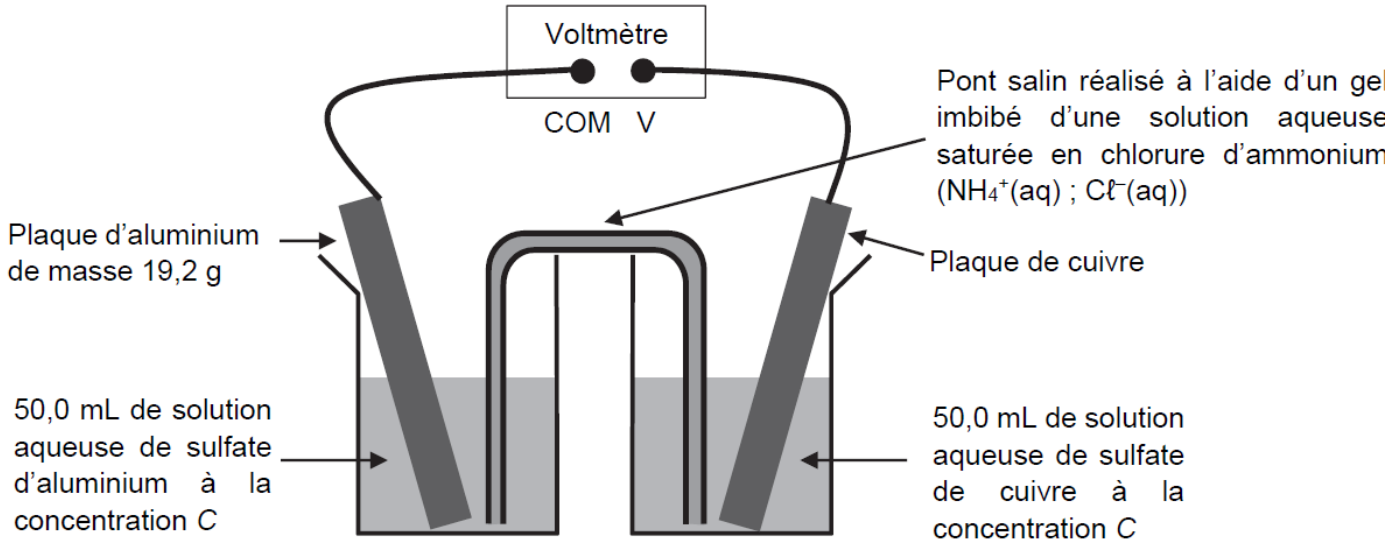

Figure 1. Schéma de la constitution de la pile
La pile est assemblée selon le schéma de la figure 1 représenté ci-dessous :
3. Déterminer le pôle positif de la pile à l'aide du montage expérimental de la figure 1.